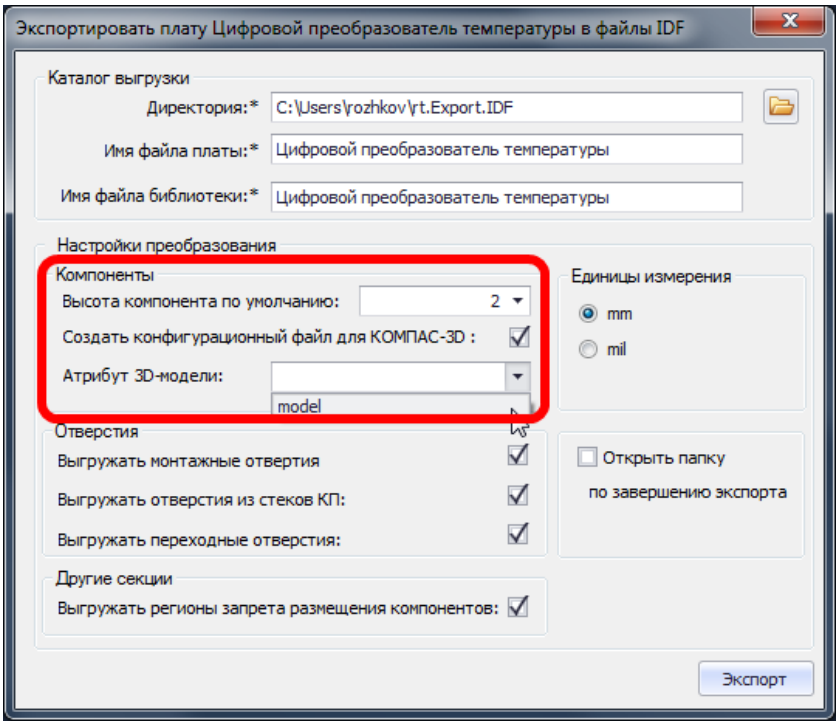

Рис. 728. Настройки экспорта idf
8. В отобразившемся на экране окне указать настройки экспорта, см. Рис. 728.